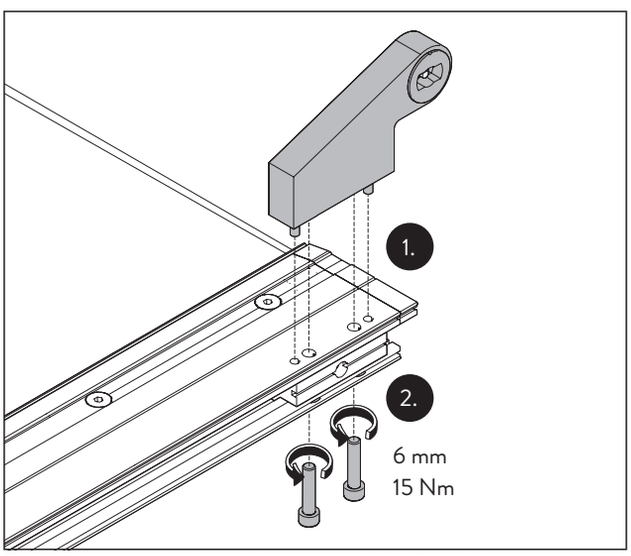
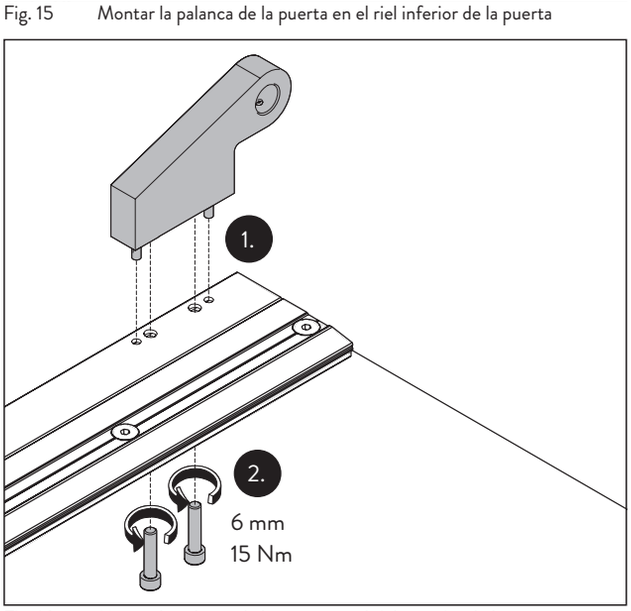

Fig. 15 Montar la palanca de la puerta en el riel inferior de la puerta
Fig. 16 Montar la palanca de la puerta en el riel superior de la puerta
1. Coloque la palanca de la puerta con los pasadores en el riel de la puerta (Fig. 15/1 y Fig. 16/1).
2. Fijar la palanca de la puerta desde el otro lado con los 2 tornillos a través del inserto en el riel de la puerta (Fig. 15/2 y Fig. 16/2). Tenga en cuenta el par de apriete.